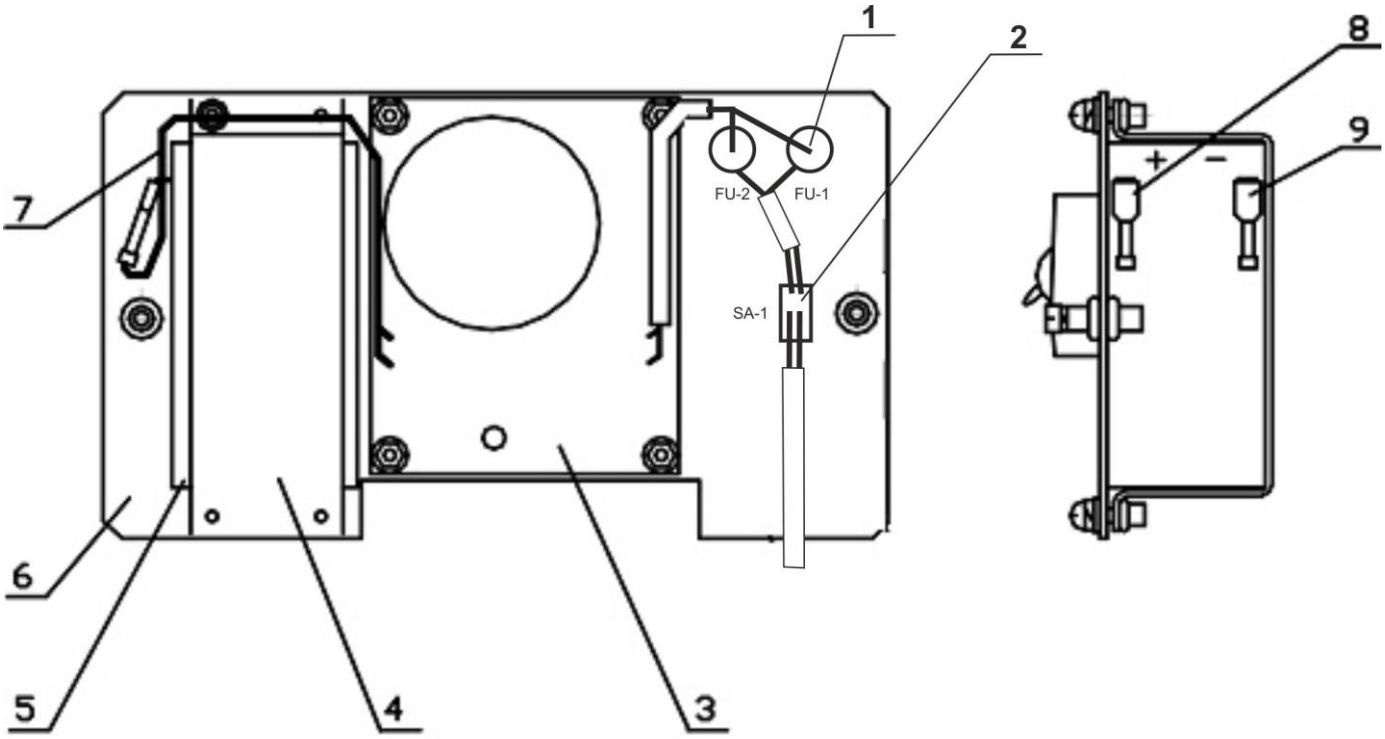

Рис.5.4
5.4 Выкрутить невыпадающие винты крепления шасси. Извлечь шасси из корпуса ББП. Вид шасси с тыльной стороны показан на рис. 5.4.
На рис. 5.4 обозначено: «1» - держатели вставки ; «2» - тумблер вкл. «Сеть»; «3» - электронный модуль; «4» - АКБ (аккумуляторная батарея); «5» - скоба крепления ББП; «6» - шасси; «7» - кабель для подключения АКБ; «8» - клемма «+» АКБ; «9» - клемма «-» АКБ.